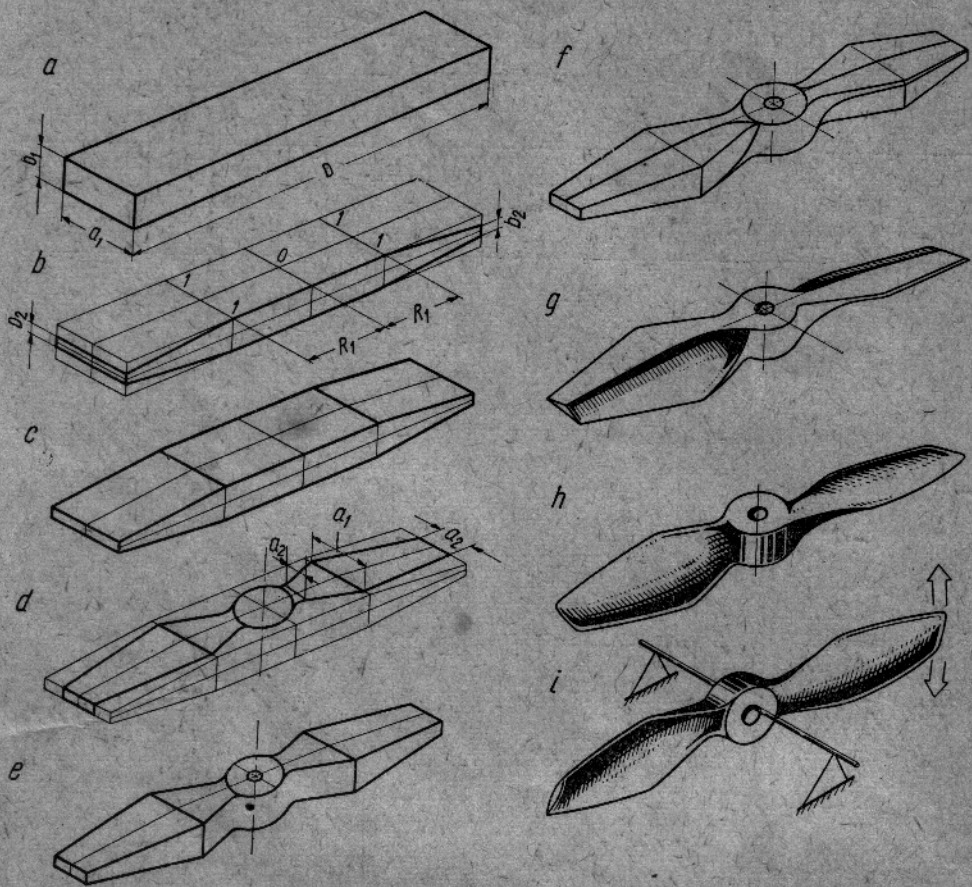

Rys. 29. Proces wykonania śmigła
Proces wykonania śmigła ilustruje poglądowo rysunek 29. Omówimy teraz kolejno poszczególne fazy obróbki na przykładzie śmigła 25×12.
1) (Rys. 29*a*) — przygotowujemy klocek z suchego drewna bukowego o żądanych wymiarach. Ważne jest, aby poszczególne płaszczyzny klocka były do siebie idealnie prostopadłe.
2) (Rys. 29*b*) — rysujemy na klocku osie symetrii, zaznaczamy środek i przekrój *1—1*. Odmierzamy następnie wymiar b_2 i zaznaczamy boczne ścięcia klocka (na obu bokach).
3) (Rys. 29*c*) — ścinamy klocek z góry i z dołu do zaznaczonej linii. Robimy to z grubsza strugiem lub tarnikiem, a wykańczamy pilnikiem lub na papierze ściernym. Płaszczyzny muszą być równe, niezwichrowane, a wymiar b_2 ściśle zachowany, co należy dokładnie sprawdzić mierząc linijką lub lepiej suwmiarką.
4) (Rys. 29*d*) — na górnej powierzchni klocka odmierzamy wymiary a_1 i a_2, wrysowujemy cyrklem piastę i rysujemy górny obrys łopatek. Można w tym celu posłużyć się szablonem z blachy lub kartonu. To samo robimy na dolnej powierzchni klocka.
(Rys. 29*e*) — wycinamy klocek śmigłowy wzdłuż narysowanych linii. Początkowo robimy to piłką do metalu (nie szarpie drewna), a wygładzamy pilnikiem, zwracając uwagę na prostopadłość płaszczyzn. Małym wiertłem wiercimy prostopadły otwór w piaście śmigła.
(Rys. 29*f*) — rysujemy na górnej płaszczyźnie klocka oraz na bocznych, które mają stanowić krawędzie natarcia (zgodnie z kierunkiem obrotów śmigła), linie pomocnicze tak jak pokazano na rysunku. Podobnie robimy od strony krawędzi spływu klocka — od spodu i na bokach.
7) (Rys. 29*g*) — mocujemy klocek w imadle i za pomocą tarnika zbieramy materiał ze spodu łopatki, piłując od krawędzi spływu do linii pomocniczej na krawędzi natarcia. Wykańczamy pilnikiem, aby powstała równa płaszczyzna. To samo robimy z wierzchu wypiłowując drewno od linii pomocniczej na górnym obrysie — do krawędzi spływu. W wyniku naszej pracy łopatka powinna uzyskać kształt pokazany na rysunku.
8) (Rys. 29*h*) — przez opiłowanie pilnikiem nadajemy łopatkom odpowiedni profil. Profil ten od końca łopatki do przekroju *1—1* powinien mieć płaski spód — dalej przechodzi w dwuwypukły, a nawet symetryczny, przy samej piaście — patrz przekroje na rysunkach 26 i 27. Profilujemy przejście przy piaście i zaokrąglamy ostre załamania łopatek. Łopatki powinny mieć jednakową grubość i ciężar.
9) (Rys. 29*i*) — wyważamy śmigło na cienkim prostym druciku starając się, aby łopatki zawsze wracały do położenia poziomego.